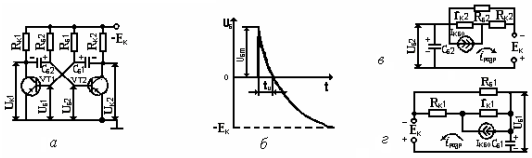

Рис. 1.5
5. По какой цепи происходит заряд конденсатора $C_{б2}$ (рис.1.5а)?
Дать анализ временной характеристики и эквивалентных схем (рис.1.5 б,в,г).